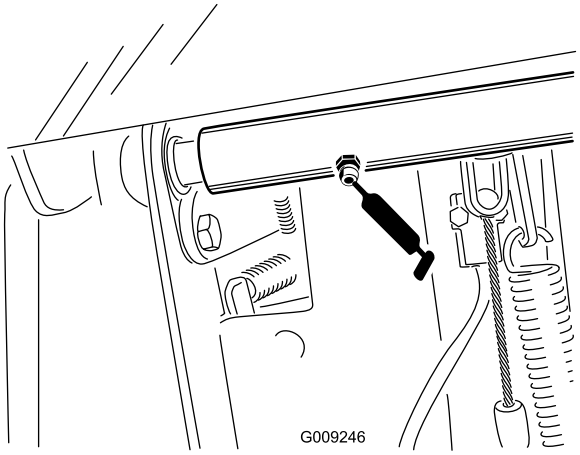

Figur 34
- 2 aksellejer til bremsepedalens drejetap (Figur 34)